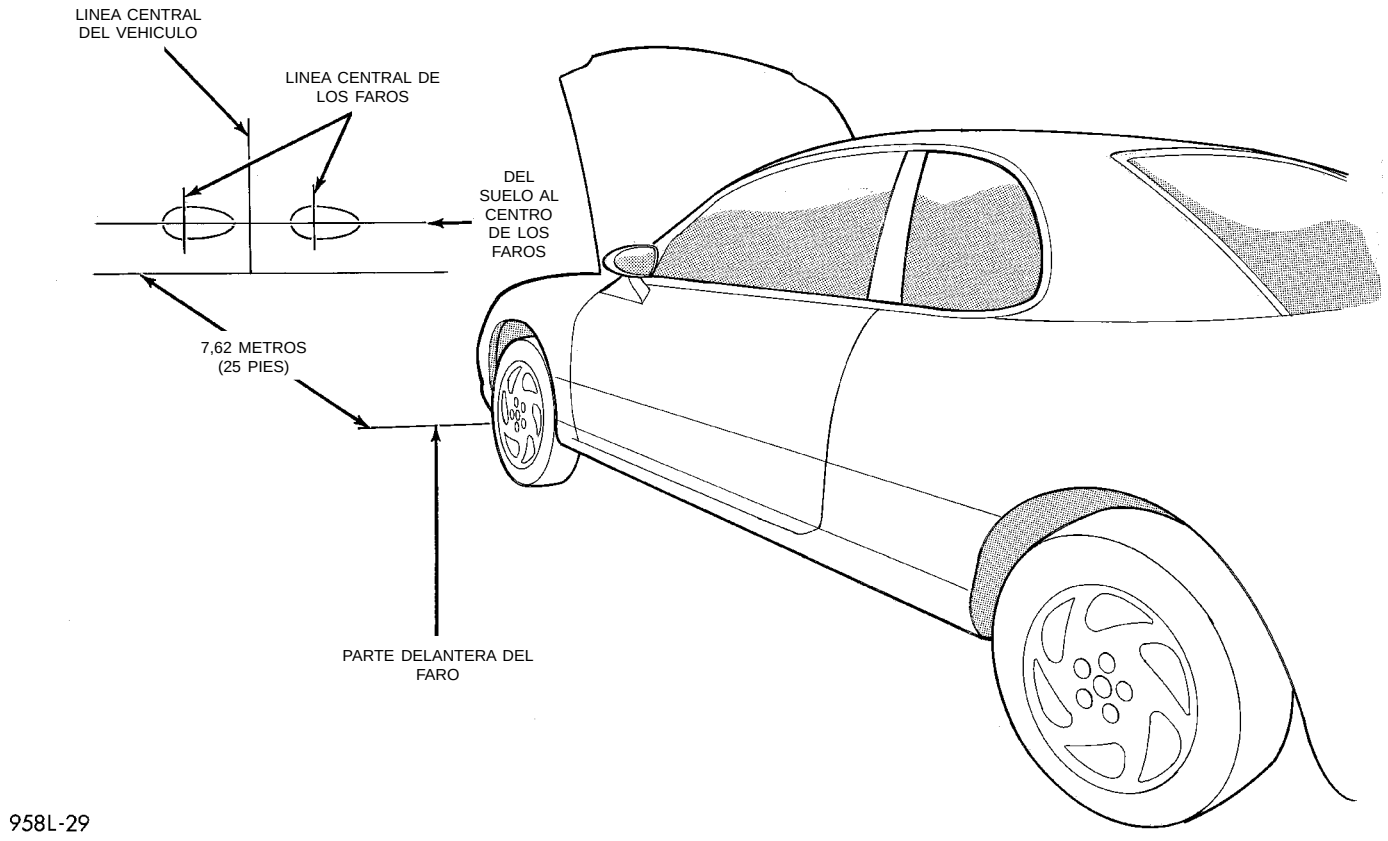

Fig. 1 Pantalla de alineación de faros—Característica
(1) Coloque el vehículo sobre una superficie plana, de modo perpendicular a una pared lisa, con la parte delantera de la óptica de los faros a una distancia de 7,62 metros (25 pies) de la pared (Fig. 1).
(2) Si fuera necesario utilice cinta adhesiva para marcar en el suelo una línea paralela a la pared y a 7,62 metros (25 pies) de ella.
(3) Con cinta adhesiva marque una línea en la pared desde el suelo hasta una altura de 1,27 metros (5 pies) y en una posición que corresponda a la línea central del vehículo. Mire a lo largo de la línea central del vehículo (desde la parte trasera hacia adelante) para verificar que la posición de la línea sea correcta.
(4) Balancee el vehículo de un lado a otro tres veces para estabilizar la suspensión.
(5) Sacuda la suspensión delantera tres veces empujando el parachoques delantero hacia abajo y luego soltándolo.
(6) Mida la distancia desde el centro de la óptica de los faros hasta el suelo. Transfiera la medida a la pantalla de alineación (con cinta adhesiva). Utilice esta línea como referencia para el ajuste hacia arriba y hacia abajo.
(7) Mida la distancia desde la línea central del vehículo hasta el centro de cada faro que alinee. Transfiera las medidas a la pantalla (con cinta adhesiva) a cada lado de la línea central del vehículo. Utilice esas líneas como referencia para el ajuste a la izquierda y a la derecha.
Un faro de luz de cruce enfocado correctamente proyectará en la pantalla de alineación el centro de la mancha luminosa de la luz de cruce 50 mm (2 pulgadas) por encima a 50 mm (2 pulgadas) por debajo de la línea central de los faros. La mancha luminosa de la luz de cruce de lado a lado debe estar a 50 mm (2 pulgadas) a la izquierda hasta 50 mm (2 pulgadas) a la derecha de la línea central de los faros (Fig. 1). **La alineación de faros preferente es 0 para el ajuste hacia arriba y hacia abajo y la alineación preferente de izquierda a derecha es también de 0.** No se pueden alinear las luces de carretera. La dirección del haz de la luz de carretera debe ser correcta, si las luces de cruce están correctamente alineadas.